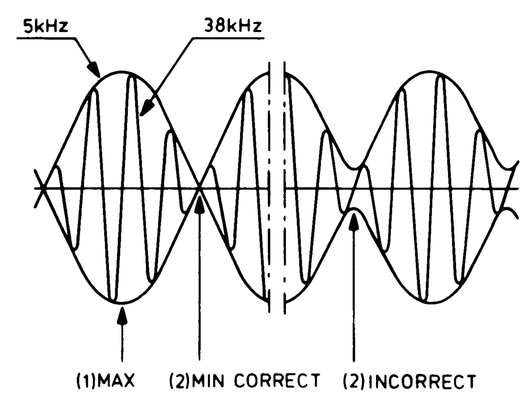

Fig.1
3. Connect an oscilloscope. Adjust the S-signal for maximum (1) and so that a well-defined zero passage is obtained. The envelopes of the L and R signals should intersect on the x-axis (2) See fig. 1.
3. Brancher un oscillographe. Régler le signal S sur maximum (1) pour que le passage du zéro soit précis (2). Les enveloppes du signal L et R doivent s'entrecouper sur l'axe du zéro (2), voir fig. 1.
3. Collegare un oscillografo. Regolare gli involucri del segnale S su massimo (1) perchè il passaggio per lo zero sia preciso (2)
Gli involucri del segnale L e R debbono tagliarsi sul-l'asse dello zero (2), vedi fig. 1.
3. Sluit een oscillograaf aan. Het S-signaal op maximum (1) afregelen en zo dat een scherpe nuldoorgang verkregen wordt (2). De omhullenden van het L en R signaal moeten elkaar op de nulas snijden (2) (zie fig. 1)
3. Schliesse einen Oszillografen an. Justiere das S-Signal auf Maximum (1), und so dass ein scharfer Nulldurchgang erhalten wird. Die Umhüllungskurven des L- und R-Signals sollen sich auf der Nullachse schneiden (2) Siehe Abb. 1.